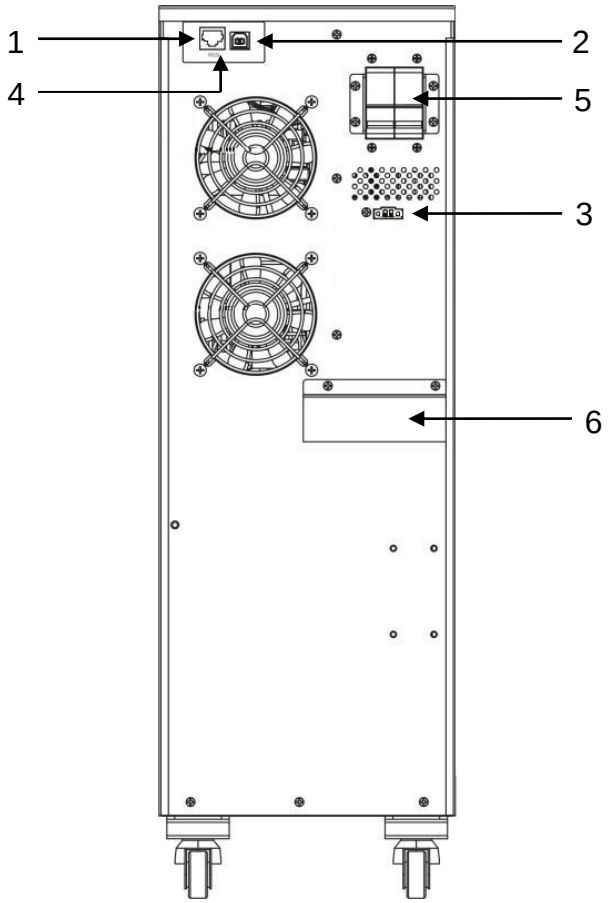
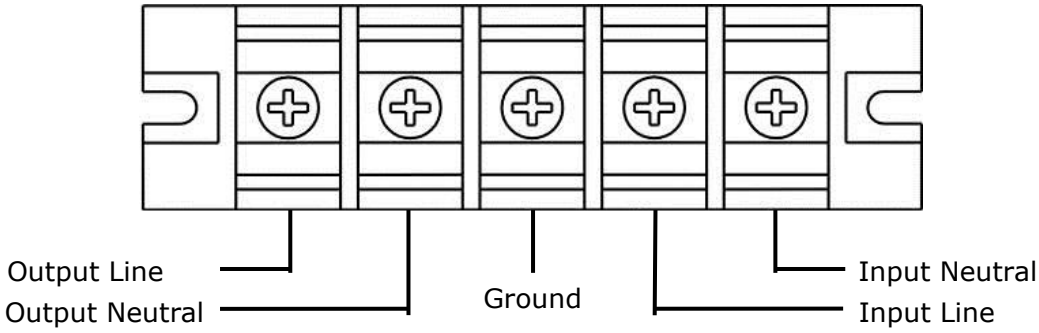

Figure 4 – Rear side
Figure 5 - Input/Output Terminals
6. **Metallic panel for access to the Input/Output terminals:** upon removal, it is possible to access the Input/Output terminals (see figure 5).
1. **The Input circuit breaker on the rear panel is "OFF" (see figure 4).**
1. Remove the **metallic panel that covers the Input/Output terminals**, see figure 4. The terminals are shown in figure 5. All the cables have to reach the terminals from the rear side using the proper holes in the metallic panel.
2. Connect the **INPUT line** (**LINE, NEUTRAL and GROUND**), paying attention to the right polarity, in accordance with figure 5, as explained below:
1. Check if the Input circuit breaker the rear side is in "OFF" position (see figure 4).